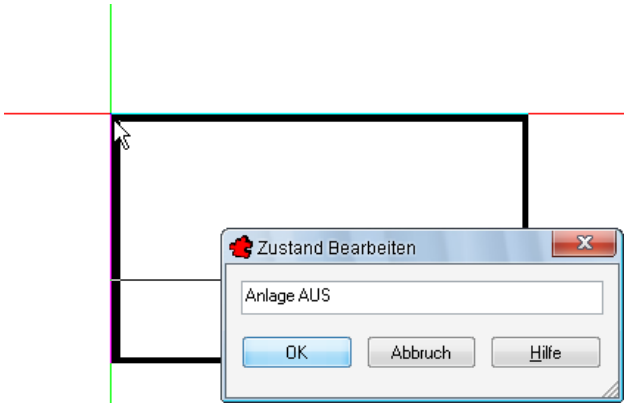

Bild 25.6 – Einfügen eines neuen Zustandes
- Mit *Zustand => Erstellen / Einfügen* erstellen Sie den ersten Zustand und beschriften ihn mit **Anlage AU**S. Nach Aufruf des Befehls wird zunächst die Platzierung abgefragt, danach folgt die textliche Beschreibung über ein Dialogfenster (Abb. 25.6).